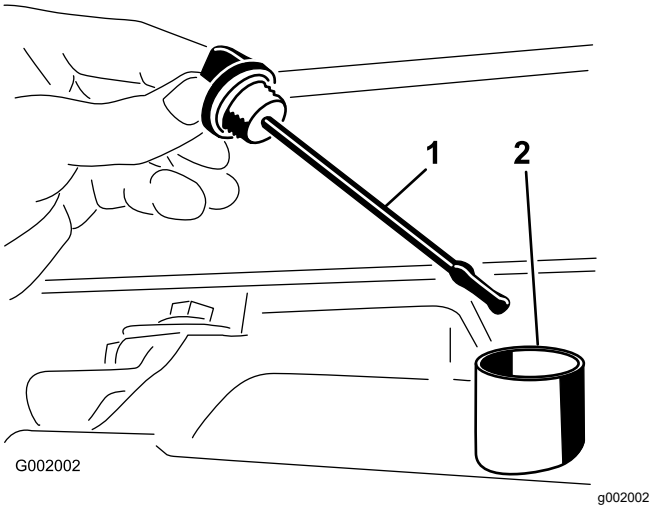

Figura 55
2. Remova a vareta de nível da transmissão e limpe-a com um pano limpo (Figura 55).